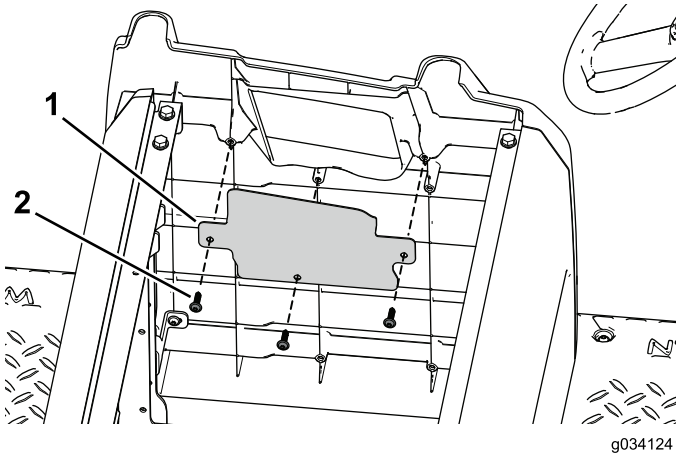

Figure 95
6. Use the 3 self-tapping screws to secure the opening cover to the side plate (Figure 95).